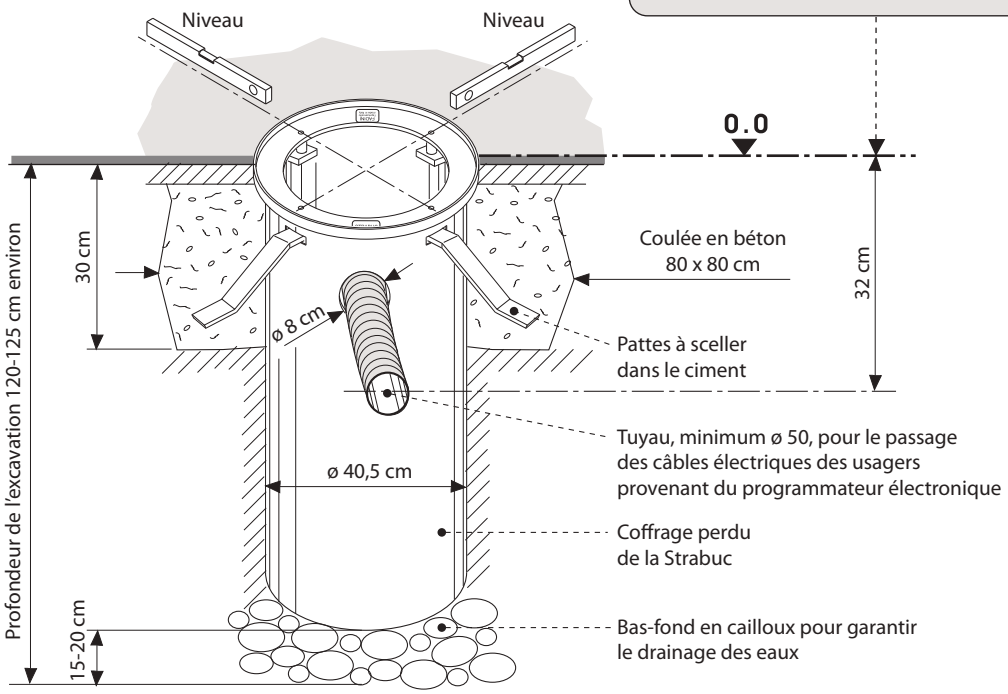

FIG. 5
- Faire une excavation de 80x80 cm de largeur et de 1,20 m de profondeur dans le lieu où la Strabuc 918 ou la Strabuc 930 seront installées: ces dimensions sont suffisantes pour enfiler et cimenter le **Coffrage Perdu** à niveau du sol (Fig. 5). En même temps, il est essentiel faire une excavation pour permettre l'installation d'une **tuyauterie flexible ondulée** (50 mm de diamètre au max.) à l'intérieur du **Coffrage Perdu**, qui passera à travers le trou prévu à cet effet, pour faire passer les câbles électriques des usagers à brancher sur le programmateur électronique **Elpro S40** (à monter dans un endroit abrité).